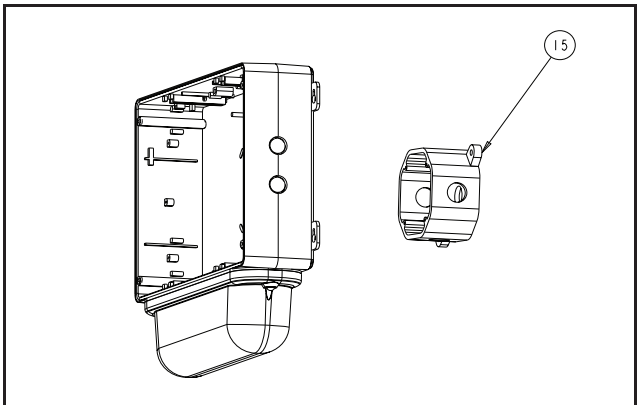

Figure 3
a. Remove appropriate knock-outs on back plate for installation on junction box (see figure 3).